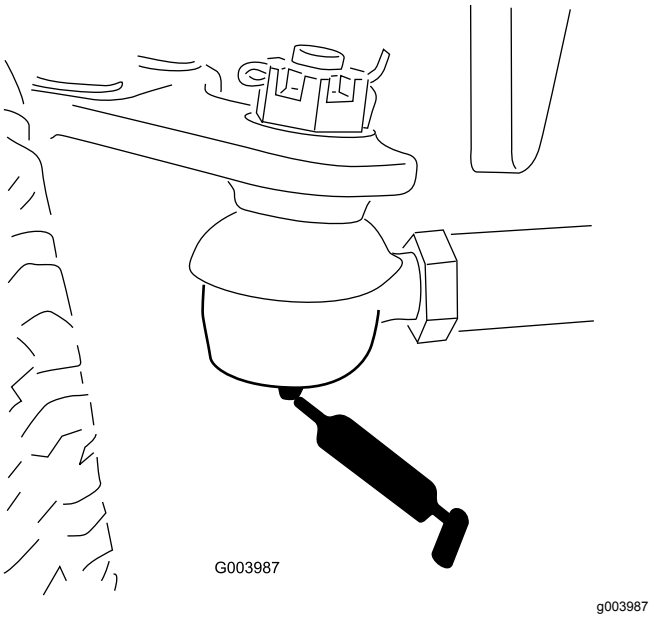

Figur 80
- Bakakselens parallellstag (2) (Figur 80)